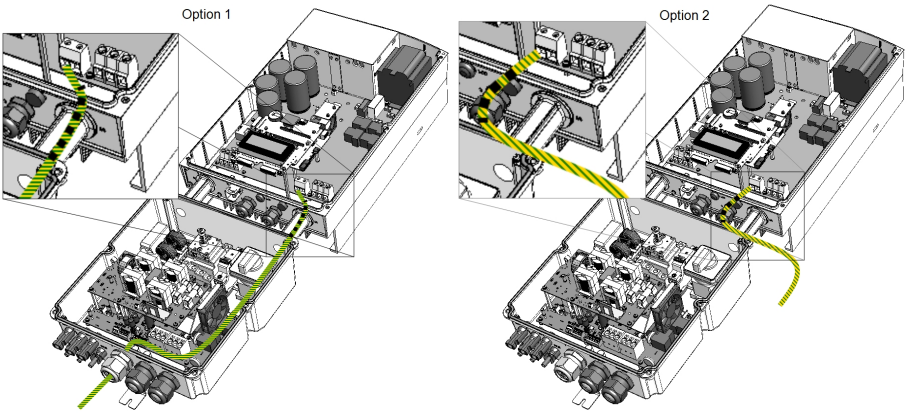

Figure 17: Routing grounding cable fro the battery
2. Insert the grounding cable using one of the following methods (see *Figure 17*):